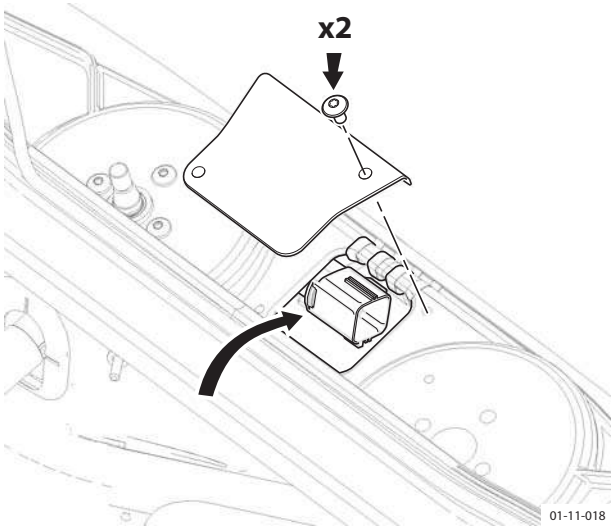

Figure 1
4. Remove plate and disconnect multiplug (x1) windshield (see Figure 1).